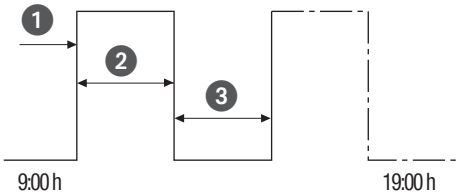

Bild 33: Cykelkoppling
- (Bild 33/❶) starttid
- (Bild 33/❷) period PÅ = koppling PÅ
- (Bild 33/❸) period AV = koppling AV